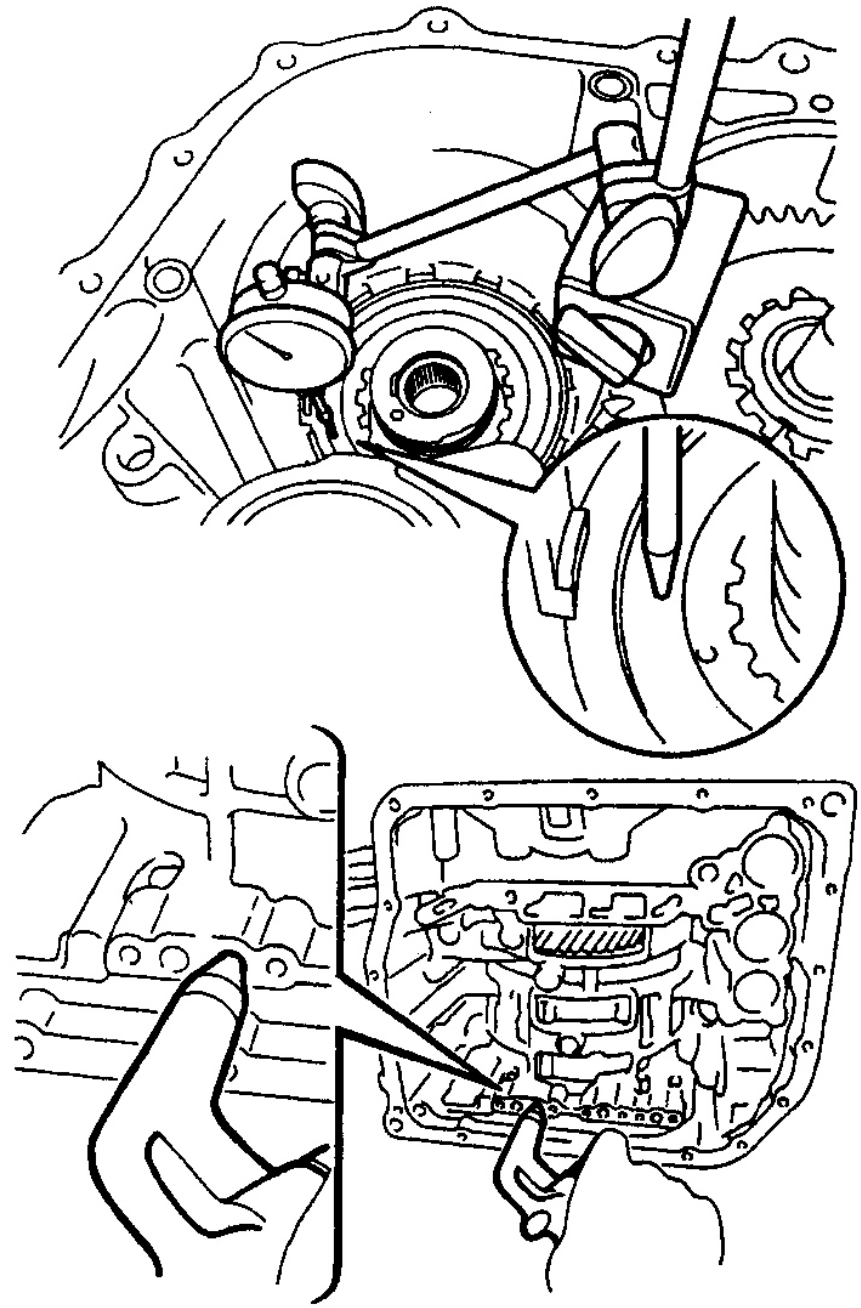

Fig. 71: Measuring Underdrive Brake Piston Stroke
25. Install underdrive brake. Install 3 discs and 3 plates, starting with a plate and alternating with a disc. DO NOT install flange at this time. Temporarily install snap ring. Using a dial indicator, measure underdrive brake piston stroke by applying and releasing 57 psi (4 kg/cm_2) of compressed air to transaxle case. See **Fig. 71**.